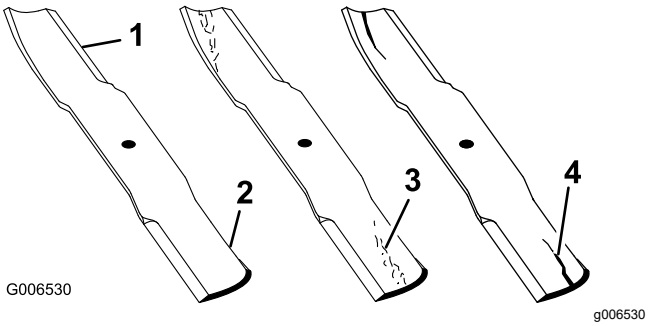

Figur 73
1. Kontrollera eggarna (Figur 73).
4. Montera omedelbart en ny kniv om du upptäcker sprickor, slitage eller spårbildning i detta område (Figur 73).